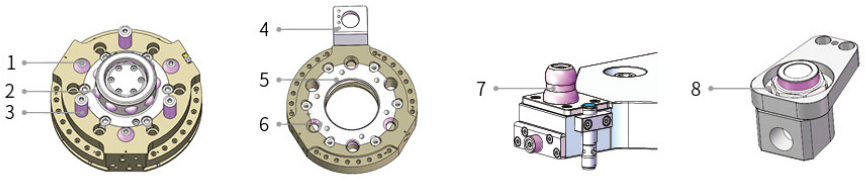

图 6.1 需要润滑的面
- 使用润滑脂润滑在图 6.1 中标识的面。桥田推荐的润滑脂为 TECHOEL SC-733。